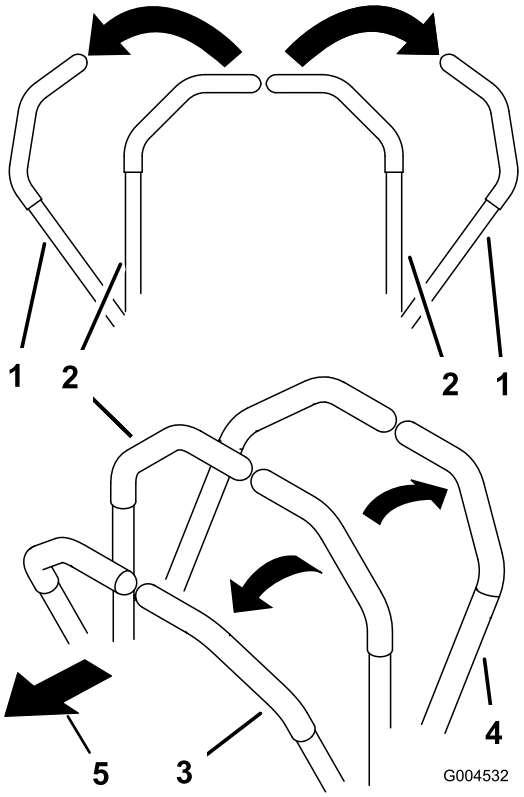

**Figur 17**
1. För rörelsereglagespakarna (Figur 17) till det neutrala låsläget.
- Kör rakt framåt genom att försiktigt föra rörelsereglagespakarna framåt (Figur 17).
- Backa rakt bakåt genom att försiktigt föra rörelsereglagespakarna bakåt (Figur 17).
- Sakta ned maskinen för att vända genom att dra båda reglagen bakåt och sedan föra spaken på motsatt sida som du vill svänga åt framåt (Figur 17).